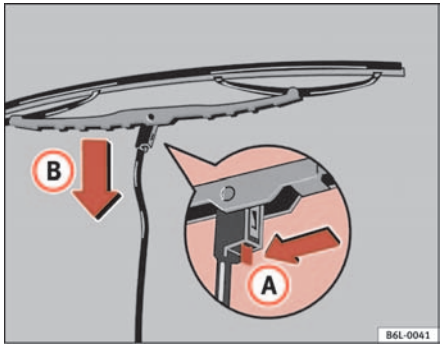

Fig. 124 Change windscreen wiper blade
– Press the retaining spring in direction (A) ⇒ fig. 124.
– Unhook wiper blade in direction of arrow (B) ⇒ fig. 124 and remove it from the wiper arm in the opposite direction.